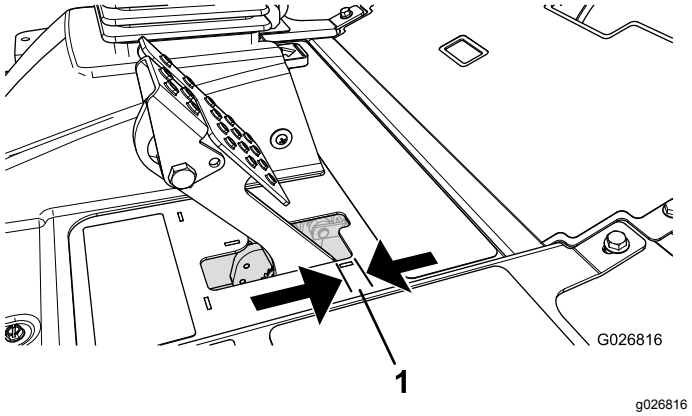

Figuur 62
Stel de remmen af als de rempedaal meer dan 25 mm speling heeft (Figuur 62), of als er meer remkracht nodig is. Met speling wordt de afstand bedoeld die het rempedaal wordt ingetrapt voordat er remweerstand wordt gevoeld.
2. Draai de achterste moer vast om de kabel naar achteren te halen totdat de rempedalen 6 tot 13 mm speling hebben (Figuur 62) voordat het wiel blokkeert.